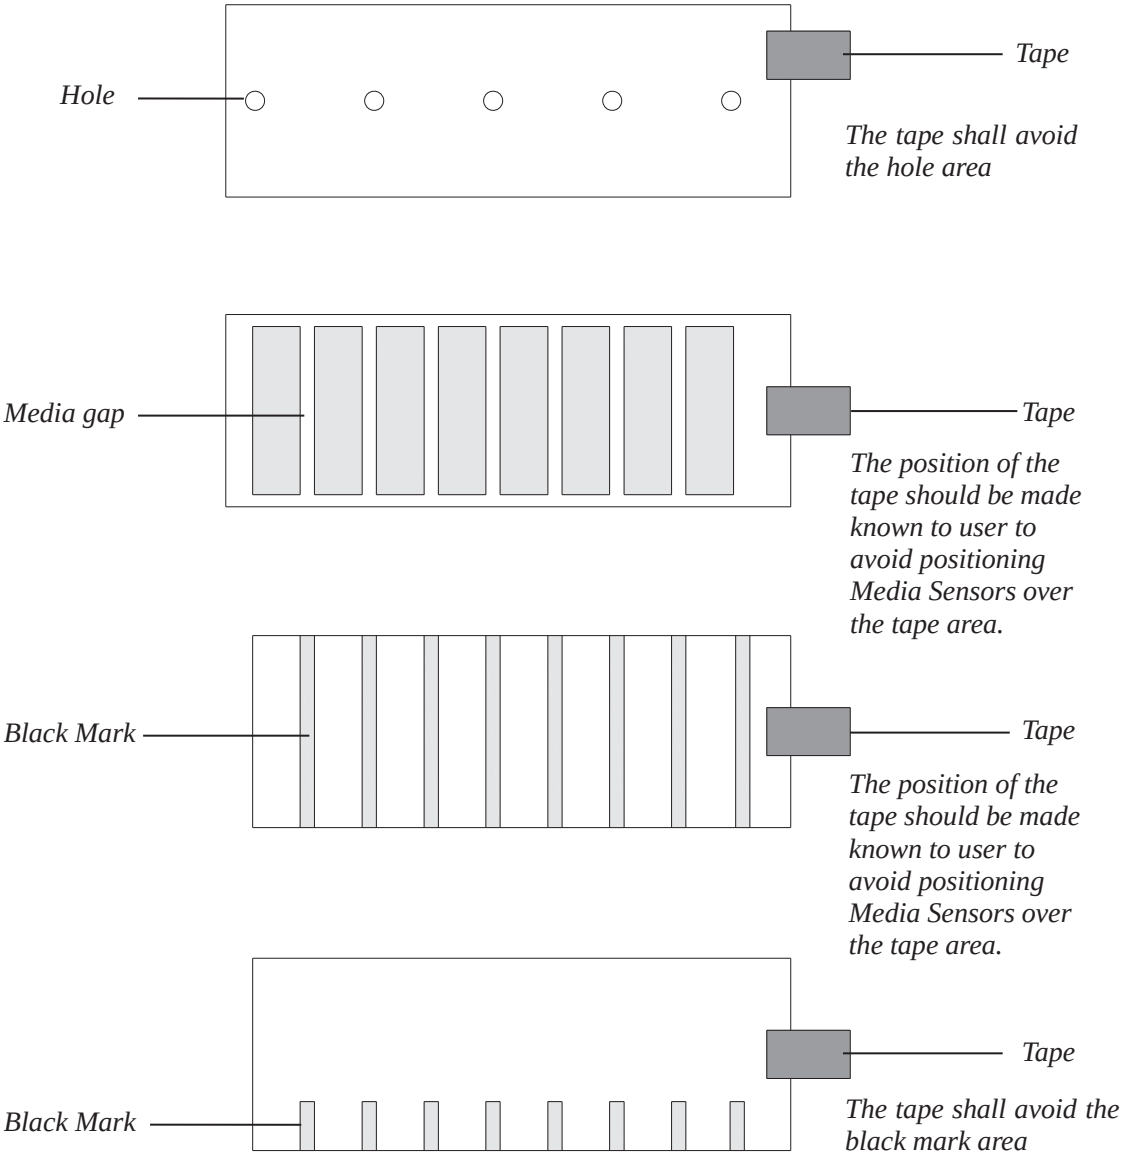

Figure 3-51 End-fixing Tape Position
- *When roll media is produced, the media end would be fixed on the media core with duct tape or scotch tape. If your printer cannot detect the Media Out signal well, please refer to Figure 3-51 to check the position of the tape.*